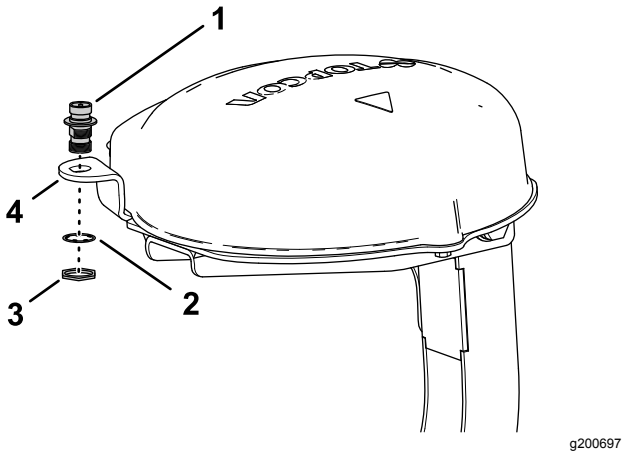

Figuur 157
1. Lijn de coaxiale koppeling uit door het gat in de RTK-antenneflens, met de tussenschotschroefdraad van de koppeling naar beneden (Figuur 157).
2. Monteer de coaxiale koppeling op de flens van de ontvangerplaat; gebruik hierbij de borgring en de contramoer, en draai de contramoer handmatig aan (Figuur 157).